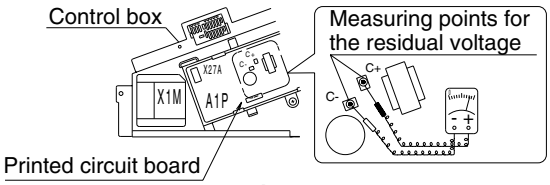

Fig. 3
- After opening the control box lid, measure residal voltage between the points shown **Fig. 3** on the Printed Circuit Board by the tester without touching the live part and confirm that the residual voltage is DC50V or below.